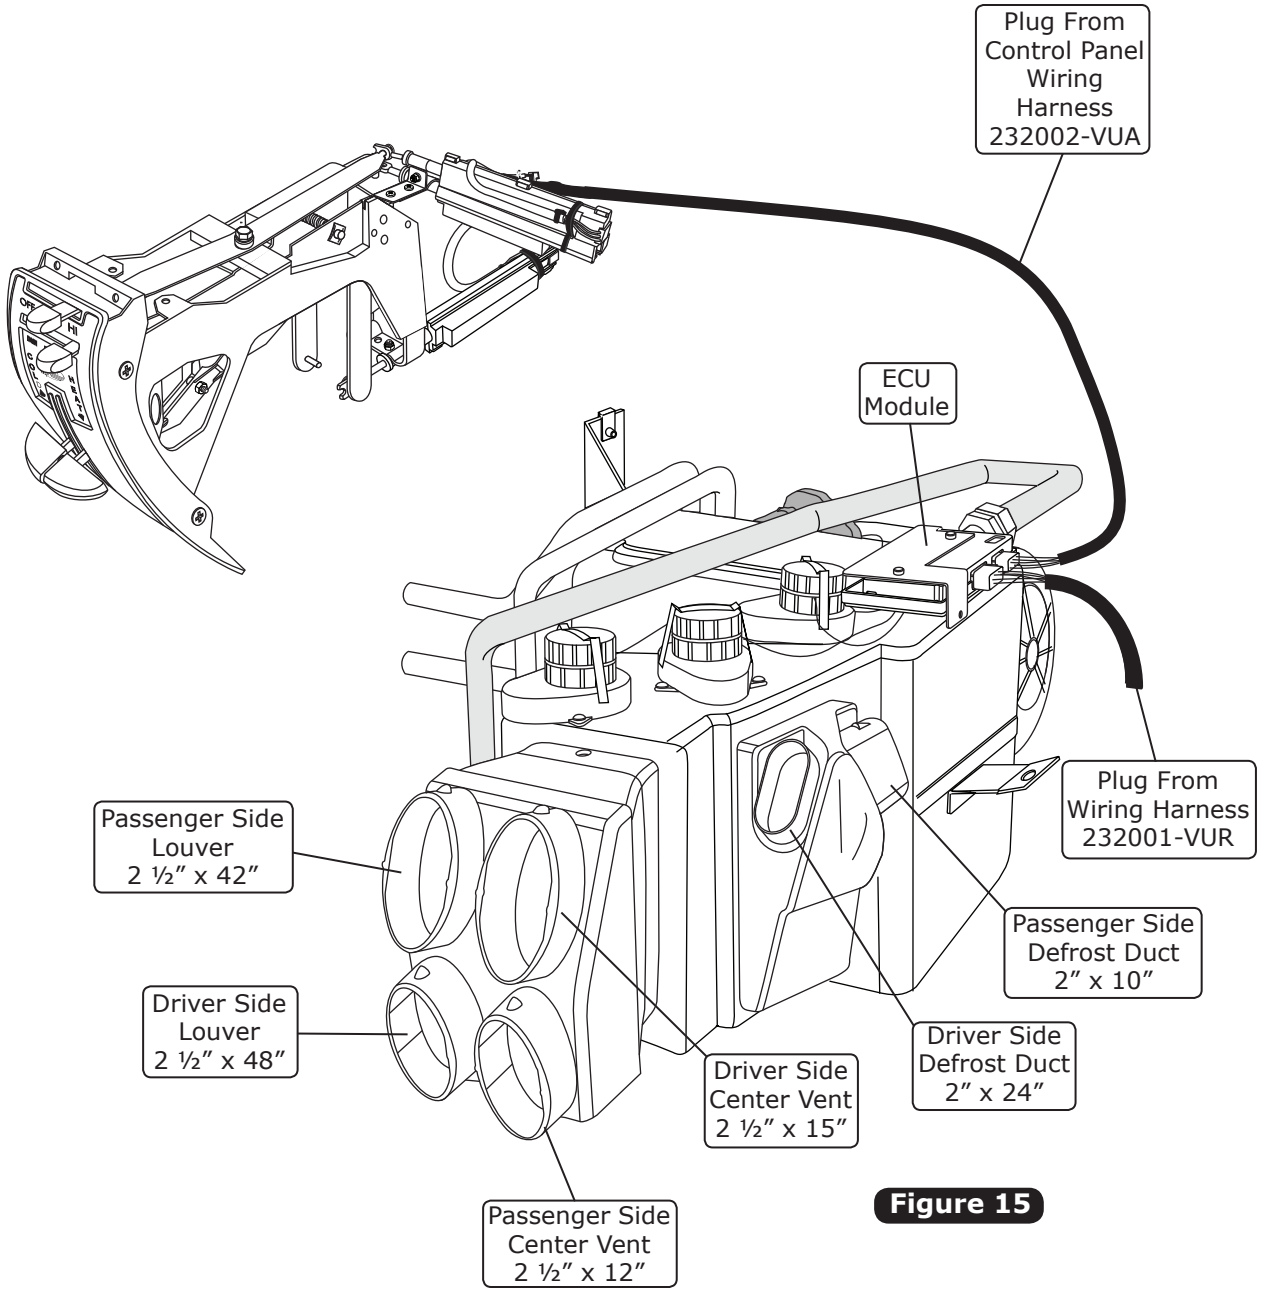

Figure 15
1. Install the defrost ducts with 2" duct hose: 10" (passenger side) and 24" (driver side) (See Figure 5, below, and Figure 15, Page 16).
1. Install the duct hoses as shown in Figure 15, below.
2. Plug the control panel wiring harness (232002-VUA) into the ECU module on the sub case as shown in Figure 15, below.
3. Plug the wiring harness (232001-VUR) into the ECU module on the sub case as shown in Figure 15, below. Wire according to the wiring diagrams on Page 19 and 20.